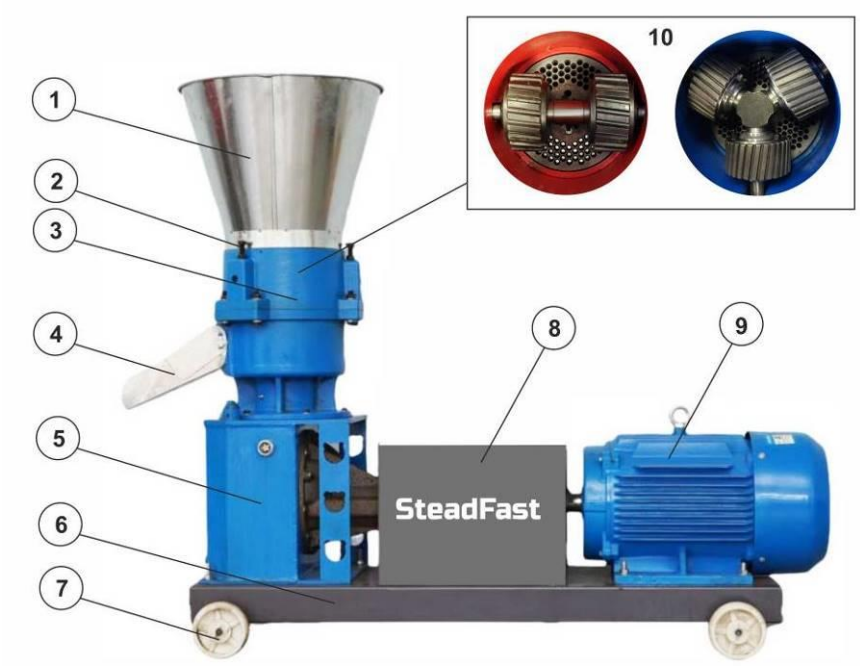
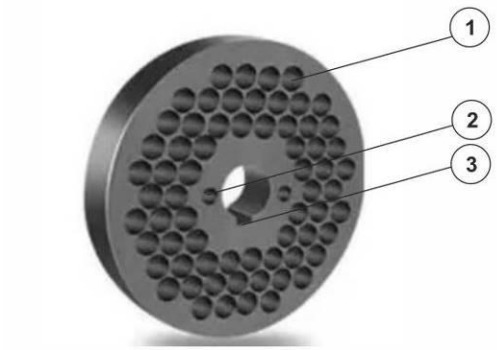

Рис.1. Схема гранулятора.
Рис.2. Матрица гранулятора.
В основе принципа работы лежит сжатие тонкоизмельченного сырья в зазоре между прижимным валом (10 - рис.1) и поверхностью матрицы (рис.2). Матрица гранулятора (рис.2) является основным и наиболее ответственным рабочим органом, т.к. именно внутри неё происходит непосредственная формовка сырья в гранулы. Она представляет собой плоский диск определённого диаметра, в котором выполнены сквозные отверстия одинакового диаметра (1 - фильеры).
Сырьё, поступая в фильеры, через конический заход уплотняется и формирует гранулу. Сырьё сжимается до тех пор, пока под действием давления, содержащейся в сырье влаги и нагрева в процессе сжатия оно не приобретает термопластичные свойства и не начинает продавливаться через фильеры матрицы. На выходе из фильер спрессованное сырьё дробится на отдельные гранулы регулируемым отсекателем. Полученные гранулы удаляются из прессующего узла выбрасывателем и по наклонному выгрузному жёлобу (4 - рис. 1) самотёком покидают устройство
6) с помощью гаечного ключа отрегулировать болт прижимного вала (2 – рис.1) чтобы зазор между валом (10-рис.1) и матрицей (рис.2) составил от 0,1 до 0,7 мм.